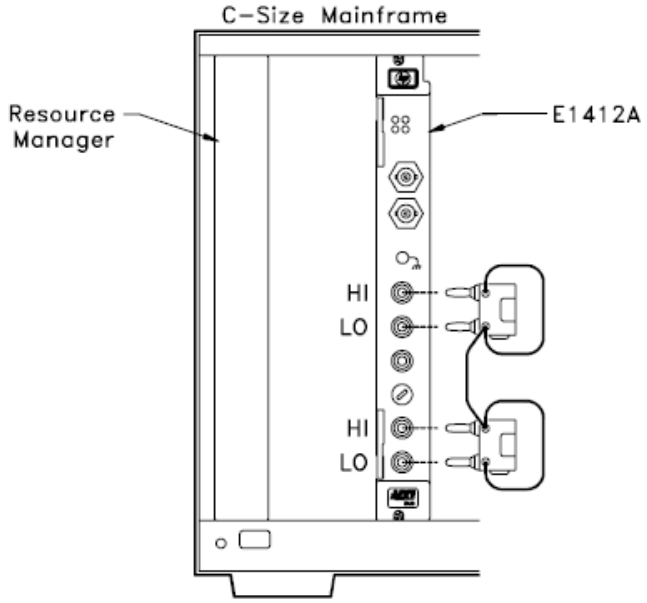

Figure 5-2 Zero Adjustment Test Setup.
1. Connect a 4-wire low thermal short across the HI and LO input terminals and HI and LO Sense terminals of the Keysight E1412A (Figure 5-2).